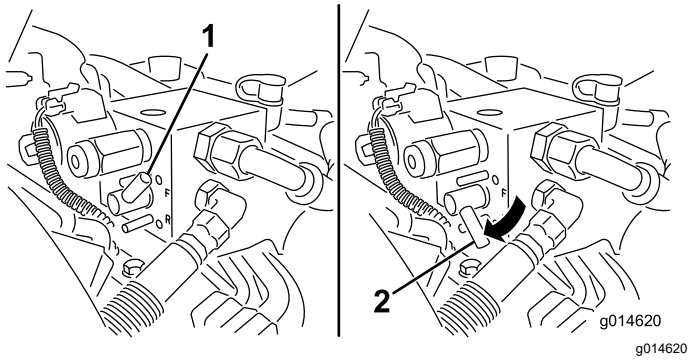

Figure 53
5. Tournez le levier de rodage à la position de rotation ARRIÈRE (R) (Figure 53).